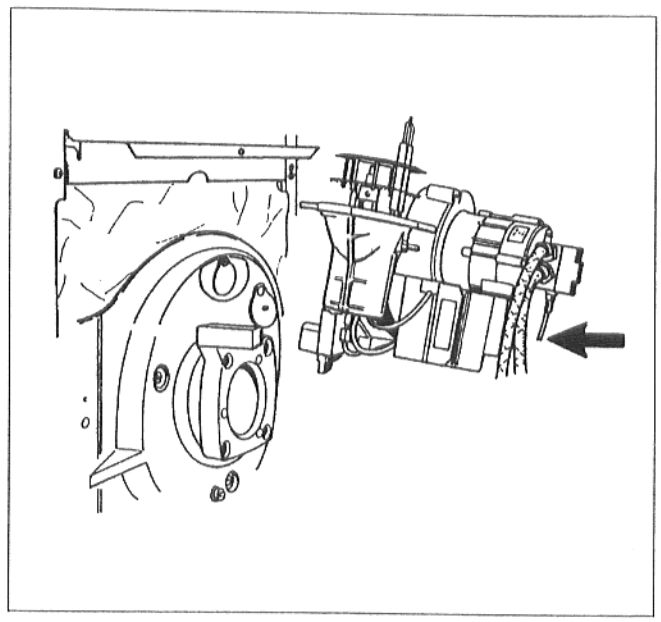

Afb. 14
- De drie bevestigingsschroeven losdraaien. Branderbuis eruit nemen (afb. 14).
- Brander in onderhoudspositie 2 plaatsen (afb. 14/15).